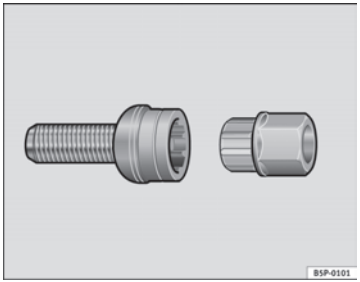

Fig. 129 Anti-theft wheel bolt
- Insert the adapter onto the wheel bolt and push it on as far as it will go ⇒ fig. 129.